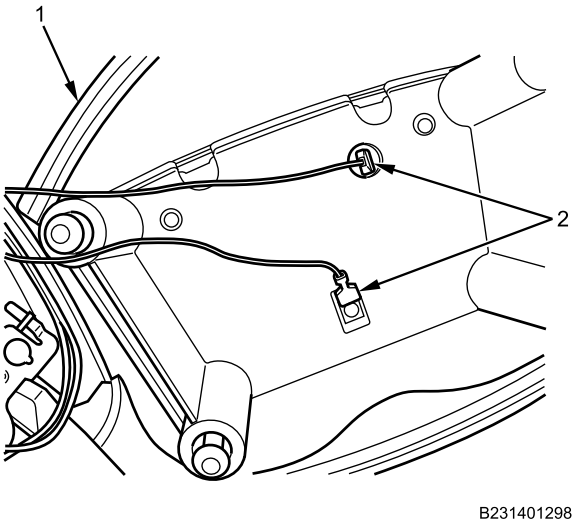

Figure 6. Horn Button Assembly and Electrical Connectors.
1. Connect two electrical connectors (Figure 6, Item 2) from horn button (Figure 6, Item 1).